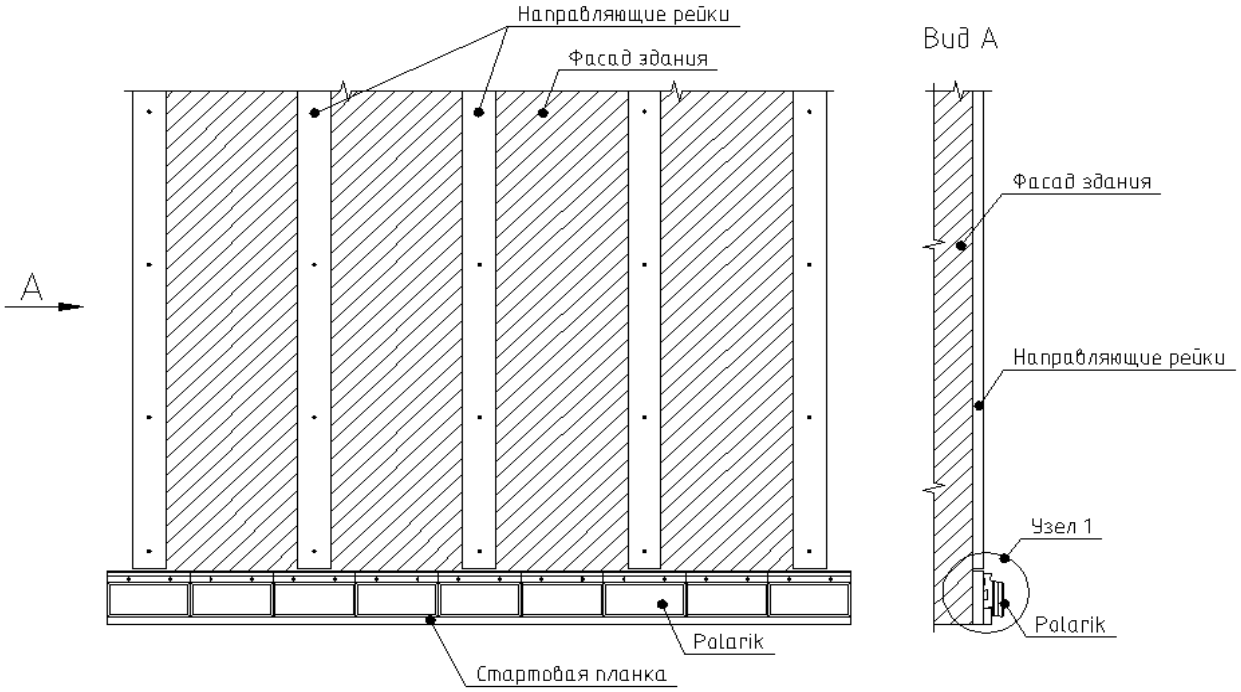
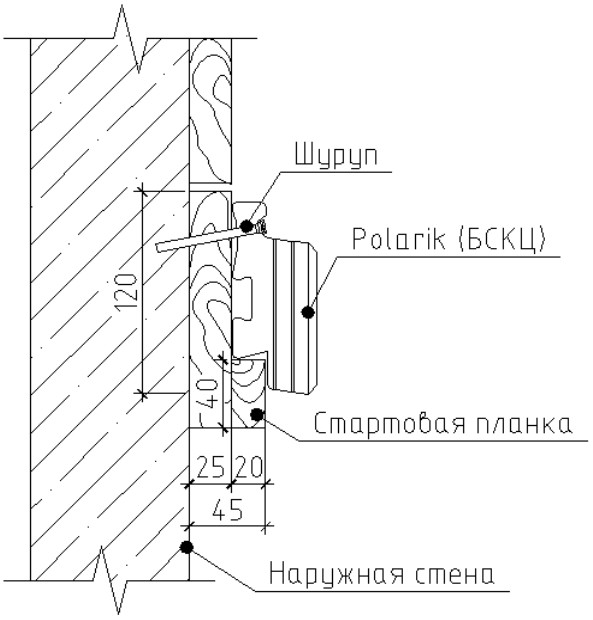

Рис.3.2.1. Схема установки первого ряда облицовочных камней Polarik (БСКЦ).
Рис.3.2.2. Узел 1.
3.7. Камни первого ряда устанавливаются на стартовую планку (*Рис. 3.2.1 и Рис. 3.2.2*) и прикручиваются на оцинкованные саморезы 3,5х35мм при помощи шуруповерта. Каждый камень крепится на два шурупа. Следующие три ряда собираются без сверления.